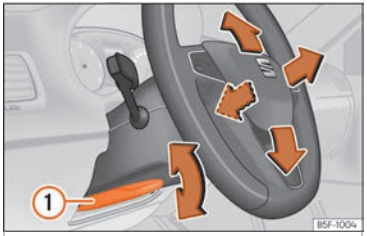

Fig. 5 Lever in the lower left side of the steering column.
- Pull the ››› Fig. 5 ① lever down, move the steering wheel to the desired position and lift the lever back up until it locks.
- **After adjusting the steering column, push the lever ››› Fig. 5 ① firmly upwards to ensure the steering wheel does not accidentally change position while driving.**